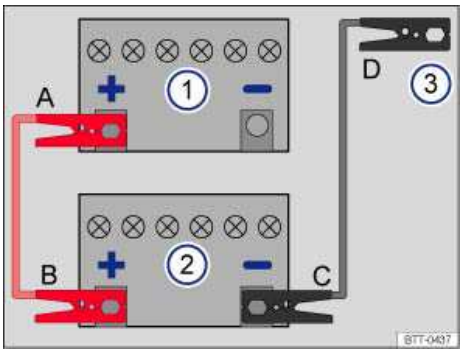

Fig. 173 Diagram for attaching the jumper cables: Dead battery 1 and booster battery 2.
The procedure for attaching and for removing the jumper cables is described below. Perform each of the following steps only in the order described, which follow the letters shown in the illustration ⇒fig. 173 **A – B – C – D**.
3. Attach one end of the *red* jumper cable to the **positive terminal** (+) of the dead battery: (1) ⇒⚠.
4. Attach the other end of the *red* jumper cable to the **positive terminal** (+) of the good battery (booster battery): (2).
5. Attach one end of the *black* jumper cable to the **negative terminal** (-) of the booster battery: (2) ⇒fig. 173.
6. Attach the other end of the *black* jumper cable (3) to **a bare metal part of the vehicle with the dead battery**. This part should be connected directly to the engine block. You may also attach the cable to the engine block itself or to the towing eye installed on the front of the vehicle ⇒ *Towing*. Attach the clamp to a point that is as far away as possible from the dead battery (1) ⇒⚠.